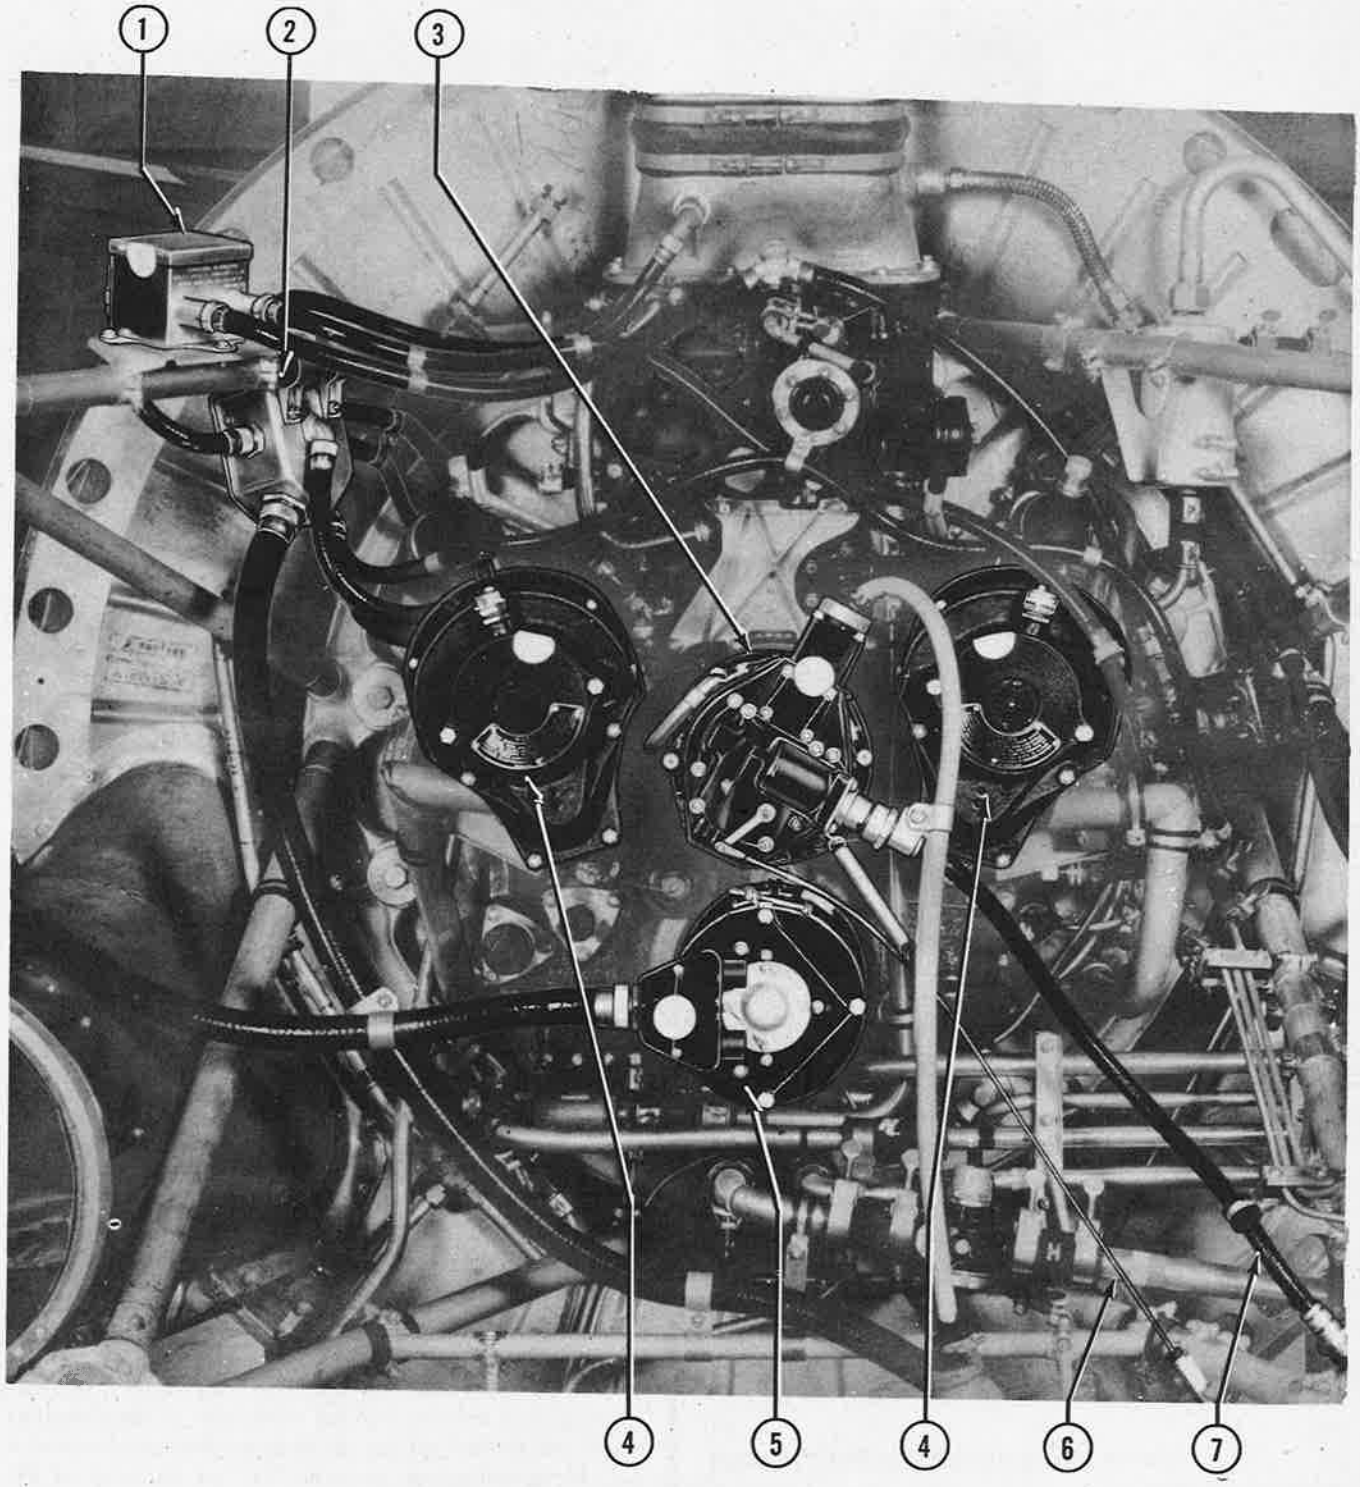

Figure 461—Power Plant Electrical System (C-47A)
i. POWER PLANT ELECTRICAL SYSTEM. *(See figure 461.)*
(1) GENERAL.—Electrical circuits closely associated with the power plant section of the airplane are discussed in this paragraph. The ignition system, which except for the booster (induction vibrator) circuits is a separate system, is discussed in paragraph 6., power plant, this section. Included in this paragraph are the generator system, the battery system, the oil dilution system, the engine primer system, and the propeller feathering system. The engine starter system is discussed in paragraph 8., this section.
(b) GENERATORS.—The generators (5, figure 461) installed on the C-47A airplanes are 28-volt, 50-ampere, Eclipse type 314-15 or 28-volt. 100-ampere type O-1, generators, U.S. Army Specification No. 95-32274 are installed on the C-47B airplanes. With the exception of the type, the information given for the C-47 airplanes in paragraph 14.*b.*(2)*(b),* this section, may be used.